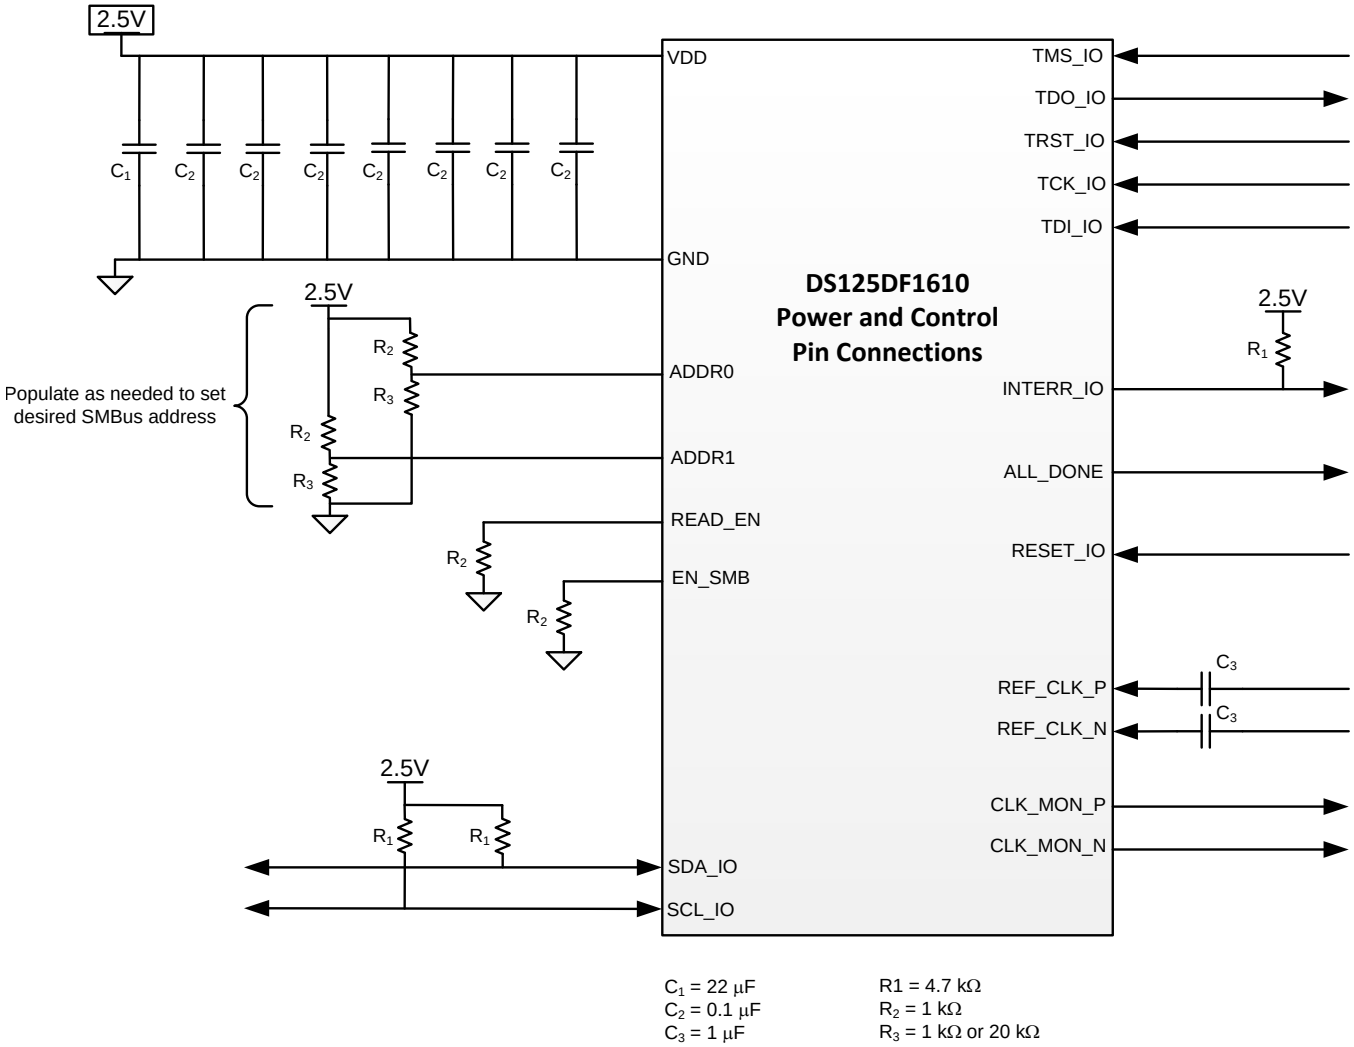
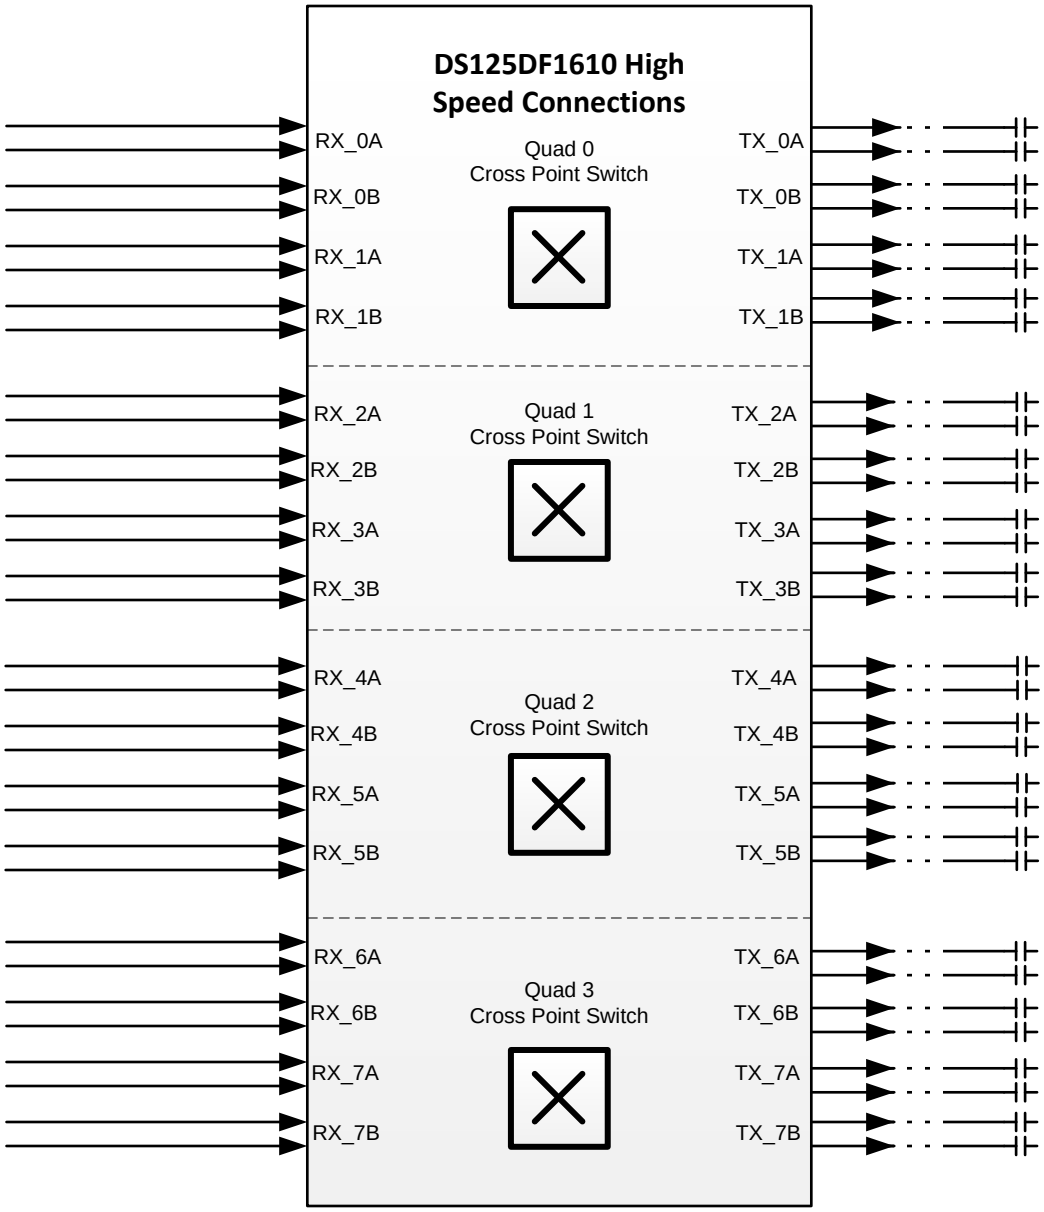

Figure 6. Typical Connection Diagram: Power and Control Pins
Figure 7. Typical Connection Diagram: High Speed Signals
Figure 6 and Figure 7 show a typical application of the DS125DF1610. In these diagrams, the DS125DF1610 is configured for SMBus slave mode programming. Power is supplied to the device through a single 2.5 V plane. The power supply filtering shown in these diagrams may need to be adjusted to accommodate additional system power noise. The SMBus and LVCMOS signals in this example use 2.5 V logic. A differential reference clock for the digital block is applied to the device through 1 µF AC-coupling capacitors. In this example, the high speed signals are connected to the device in groups of four to allow for the system designer to make use of the 4x4 cross point switches. Note that since the device contains AC-coupling capacitors on the high speed receiver inputs, the signals can be directly connected to the device. The transmitter outputs of this device should connect to AC-coupling capacitors placed near the receive inputs of the receiving ASIC.
- Compare schematic against the typical connection diagrams in the datasheet, Figure 6 and Figure 7